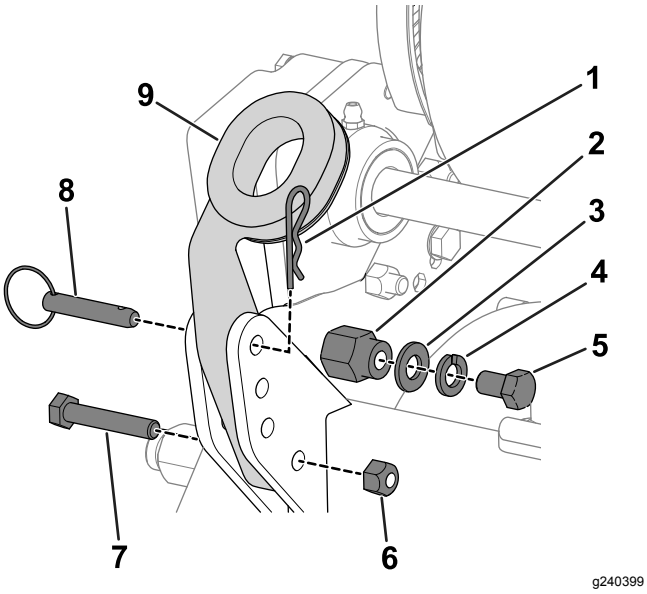

Rysunek 3
1. Zdemontuj śruby (5/16 cala), nakrętki zabezpieczające, sworznie z pierścieniami i sworznie z zawleczkami mocujące dolne końce ramion uchwytu do każdej ze stron maszyny (Rysunek 3).
2. Odkręć śruby (⅜ cala) i zdejmij podkładki i podkładki blokujące z trzpieni mocujących po każdej stronie kosiarki (Rysunek 3).
3. Wsuń końce uchwytu w otwory w ramionach uchwytu i wyrównaj otwory za pomocą trzpieni mocujących (Rysunek 3).
6. Zamocuj ramiona uchwytu do tylnej części ramy za pomocą wcześniej usuniętych śrub (5/16 cala), nakrętek zabezpieczających, sworzni z zawleczką i sworzni pierścieniowych (Rysunek 3).